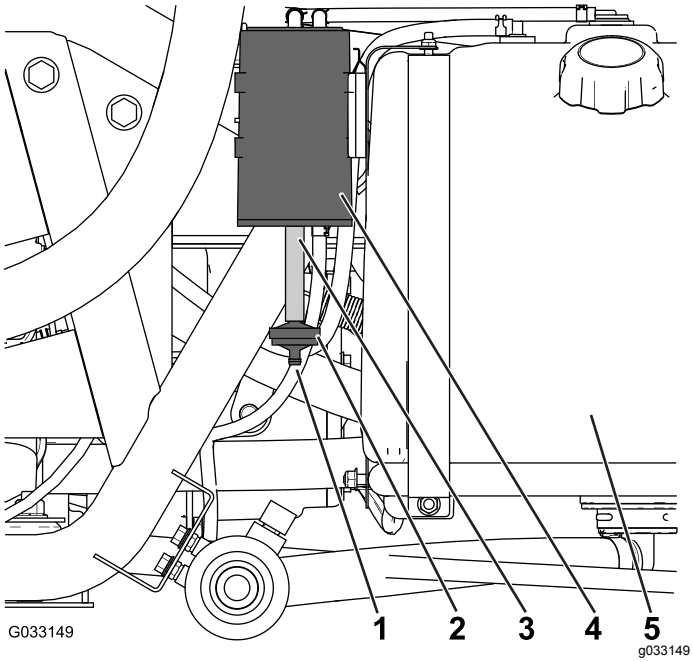

Figur 45
Kontrollera öppningen längst ned på kolkanisterns luftfilter och se till att den är ren och fri från skräp och blockeringar (Figur 45).
1. Ta bort kolkanisterfiltrets koppling med hullingar från slangen längst ned i kolkanistern, och ta bort filtret (Figur 45).